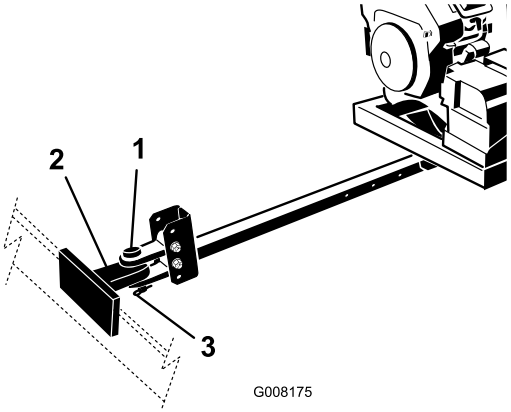

**Figur 5**
4. Kobl gaffelbolten på blæsemaskinens bugsertræk til bugseringskøretøjets bugsertræk med koblingstappen og gaffelbolten (Figur 5).